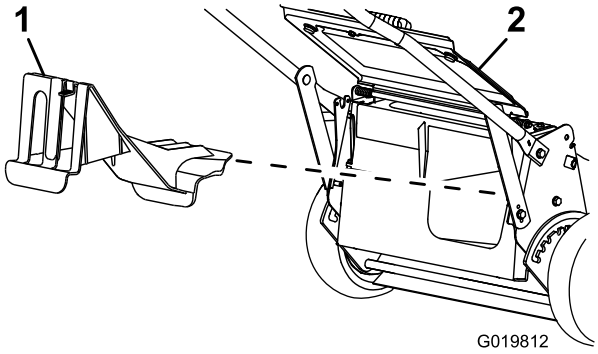

Figura 18
- Si el tapón de descarga trasera no está instalado, sujételo por el asa, eleve el deflector trasero e introdúzcalo en el conducto de descarga trasera hasta que el enganche encaje en su sitio; consulte Figura 18.
2. Retire el tapón de descarga trasera presionando hacia abajo sobre el enganche con el dedo pulgar y extrayendo del tapón de la máquina (Figura 18).